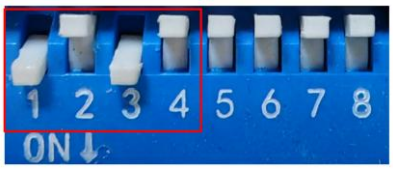

图 6.48 外部摇杆环拨码开关设置
- 将拨码开关设置为 SW4=OFF（选择开环运行模式），SW1=ON，SW2= OFF，SW3= ON（选择外部摇杆控制方式），如图 6.48。